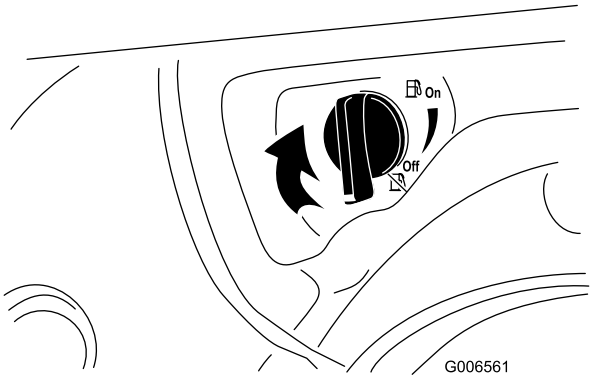

Рисунок 28
4. Закройте отсечной топливный кран, повернув его по часовой стрелке (Рисунок 28).